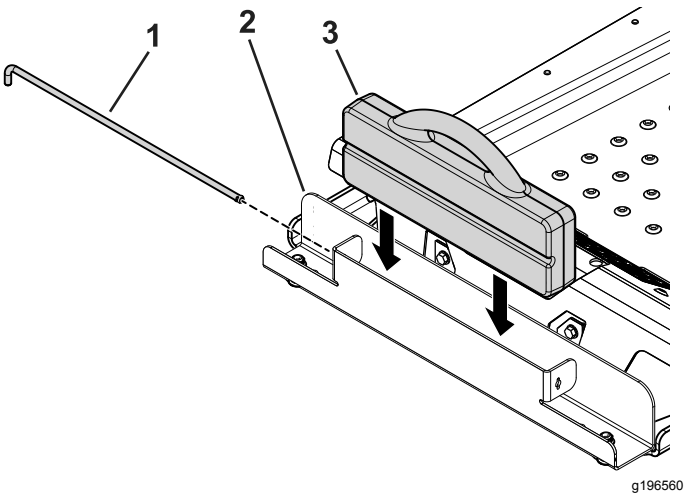

Bild 5
4. Setzen Sie das Koffergewicht so in das Ballastfach, dass die gerillte Seite zur Vorderseite der Maschine zeigt (Bild 5).
5. Setzen Sie die Haltestange in das Fach ein und drehen sie in die verriegelte Stellung (Bild 5).